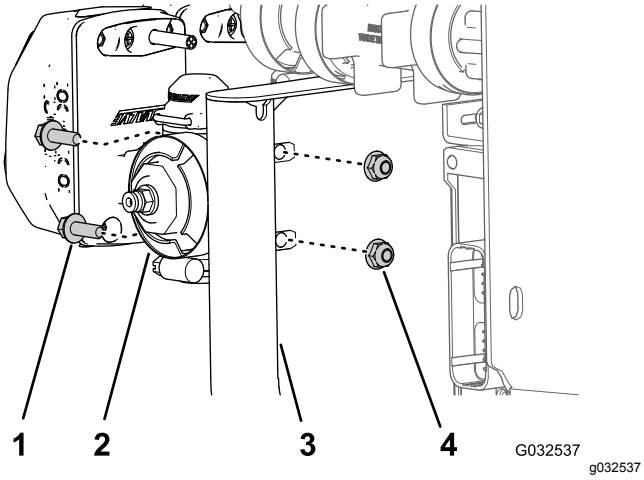

Figuur 92
3. Monteer spuitdopklep 10 op de klepbevestiging (Figuur 92); gebruik hierbij de 2 flenskopbouten (¼" x ¾") en 2 flensborgmoeren (¼") die u verwijderd hebt in stap 2 van De spuitboomkleppen verwijderen van de bevestigingsbeugel van het verdeelstuk (bladz. 29).